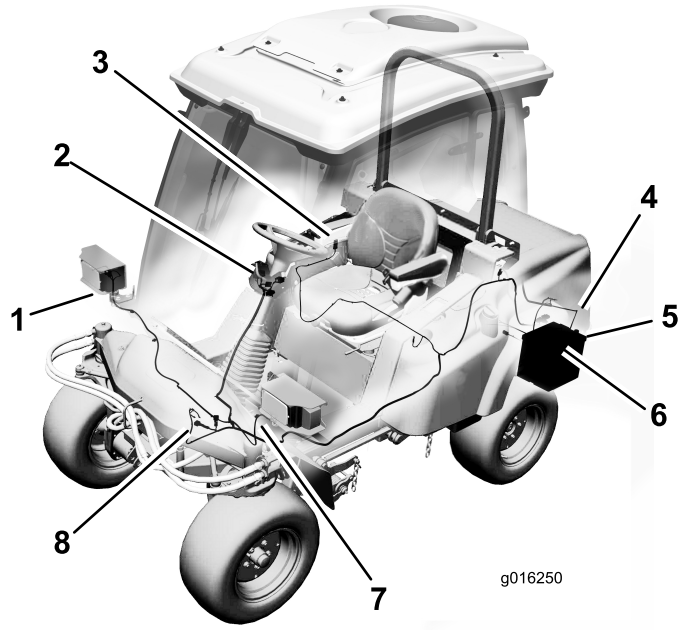

Figura 12
- Pase los conectores de los faros derecho e izquierdo por el borde delantero de la plataforma hasta los faros (Figura 12).
- Pase el arnés hasta el claxon y conecte los dos cables a los terminales (Figura 12).
- Levante el panel de control y localice el conector del arnés de cables marcado **Accesory** (accesorio) (Figura 12).
- Conecte el terminal de anillo pequeño del arnés de cables al bloque de terminales de tierra (Figura 12).
- Conecte el terminal de anillo del arnés al borne positivo (+) de la batería (Figura 12).
4. Conexión de las luces traseras (2)
- Pase el arnés junto al arnés de cables existente y al tubo del bastidor hasta el arnés de la luz trasera izquierda (Figura 12). Enchufe el conector del arnés en el conector del arnés de la luz. Sujete el arnés de cables al arnés existente y al tubo del bastidor con sujetacables.